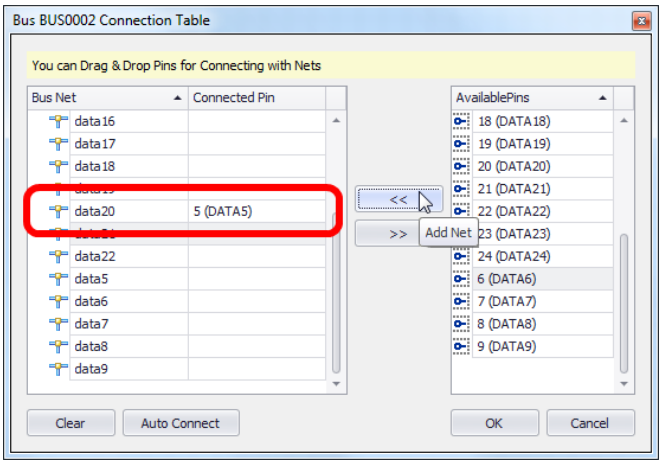

Рис. 525. Соответствие между цепью и контактом установлено
2. Нажать на кнопку «<<», расположенную в центральной части окна, будет установлено соответствие между контактом и цепью Рис. 525.